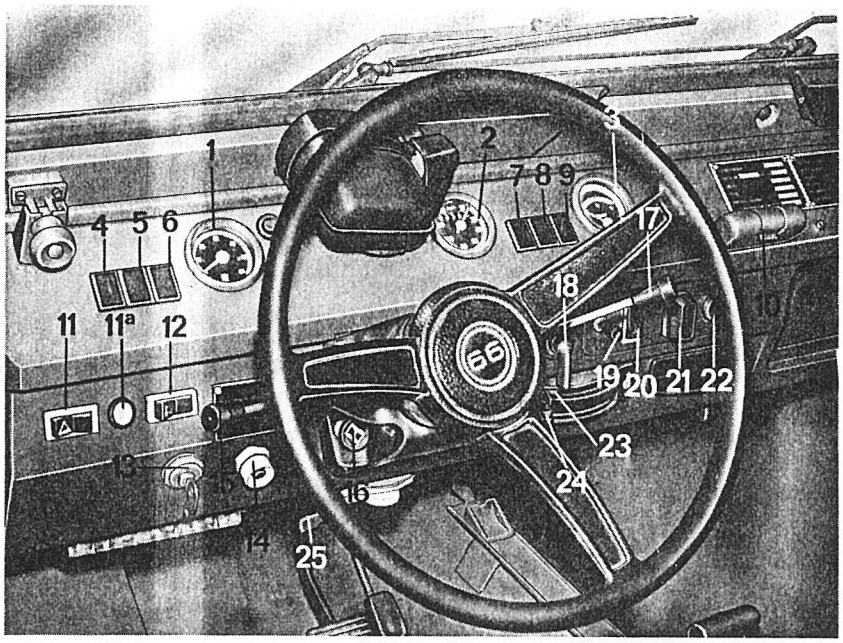

Afb. 2.2.1. **Instrumentenpaneel**
2.2.1. Instrumenten (afb. 2.2.1.)
2.2.2. Bedieningsorganen (afb. 2.2.1.)
a. Bergremschakelaar (11)
a. Kontrolelampen (4 t/m 9 en 11a, afb. 2.2.1.).
(1) lamp 4 Deze rode lamp brandt, wanneer de temperatuur van de koelvloeistof te hoog oploopt.
(2) lamp 5 Deze rode lamp knippert wanneer de waarschuwingsschakelaar is ingeschakeld.
(3) lamp 6 Deze blauwe lamp brandt wanneer het "grootlicht" staat ingeschakeld.
(4) lamp 7 Deze groene lamp knippert wanneer met de richtingschakelaar de richtinglampen aan de linker of aan de rechter zijde van het voertuig in werking zijn gesteld.
(5) lamp 8 Deze rode lamp brandt wanneer de smeeroliedruk van de motor te laag is.
(6) lamp 9 Deze rode lamp brandt wanneer de laadstroom van de wisselstroomdynamo te laag is.
(7) lamp 11a Deze gele lamp brandt wanneer de bergrem is ingeschakeld met schakelaar (11).
b. Looplampstekerdoos (22, afb. 2.2.1.)
c. Kaartleeslamp (10, afb. 2.2.1.)
d. Remoliereservoir (6, afb. 2.2.1.)